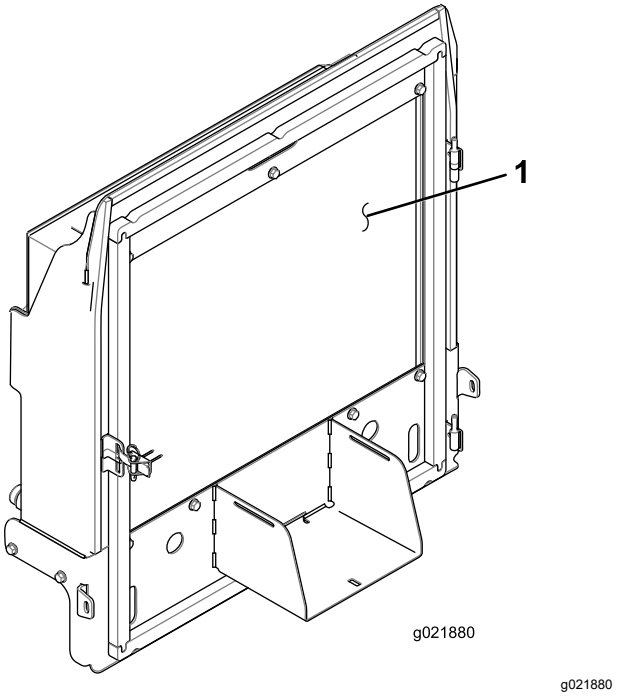

Rysunek 96
4. Dokładnie oczyść chłodnicę główną / chłodnicę oleju z obu stron sprężonym powietrzem (Rysunek 96).